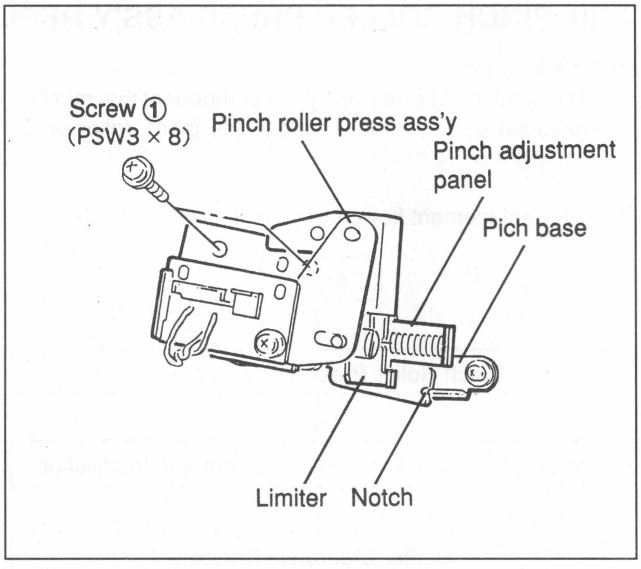

Fig.7-20-2 Pinch Roller Press Ass'y Installation
2. Pinch Roller Press Ass'y Replacement and Installation (Fig. 7-20-2)